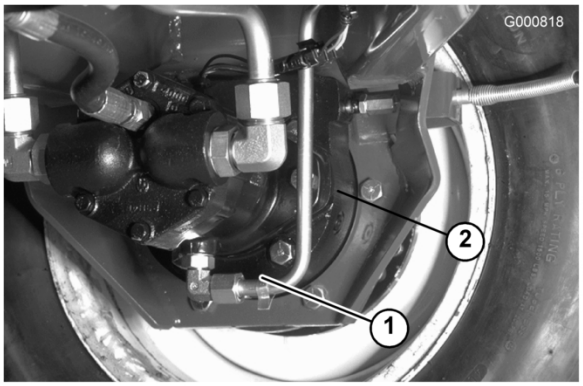

Figuur 55
3. Verwijder beide pluggen uit de onderkant van de remkast en laat de olie in de bak lopen (Figuur 55).